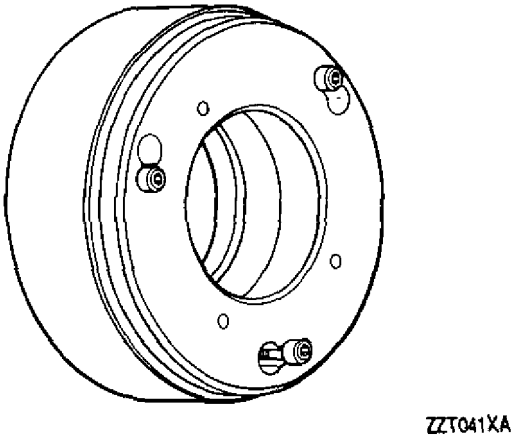

Figure 8. 6799618 Compressor Front Labyrinth Seal Assembly Machining Fixture
l. Remove part from 6799616 fixture. Install seal assembly in 6799618 machining fixture (figure 8) and machine the linings to the limits of figure 1, using the following steps:
(1) Rough machine Diameter D at 375 − 400 rpm.
(2) Rough machine Surface B at 375 − 400 rpm.
(3) Rough machine Diameter F and G at 375 − 400 rpm.
(4) With machine stopped, remove rope or O−ring seals between Surface E and Diameter F with wire hook.